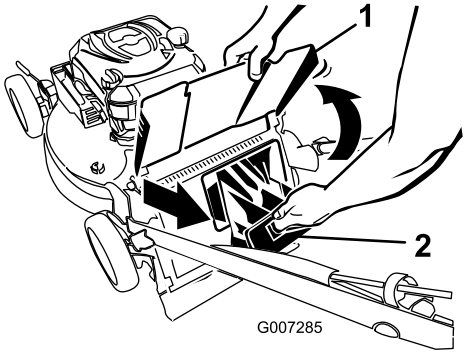

**Figura 20**
2. Sollevate il deflettore di scarico e tenetelo sollevato (Figura 20).
3. Togliete il coperchio di scarico posteriore (Figura 20).